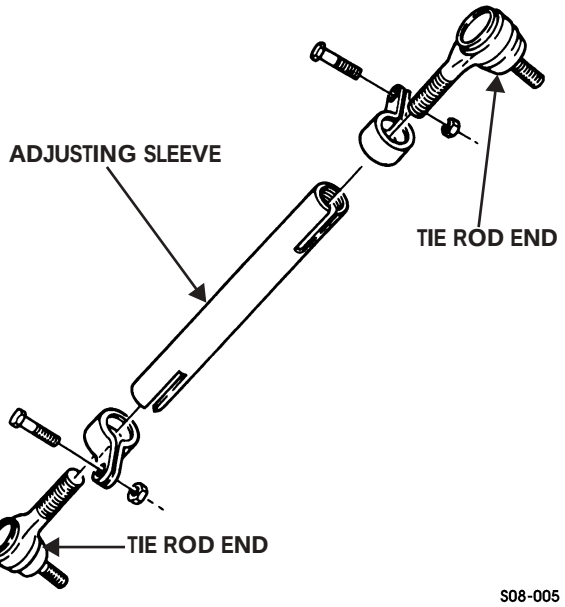

Figure 8-6: Adjusting Sleeve
1. Loosen two locknuts and clamps securing tie rod ends to adjusting sleeve (Figure 8-6).
1. Install two clamps, capscrews, and locknuts on adjusting sleeve (Figure 8-6).